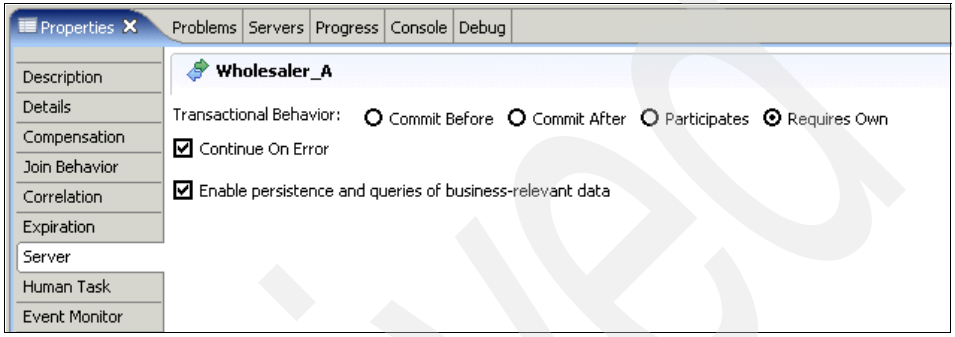

Figure 13-34 The Wholesaler_A Properties page: Server tab
6. Click the **Server** tab. For Transactional Behavior, select the **Requires Own** radio button (Figure 13-34).